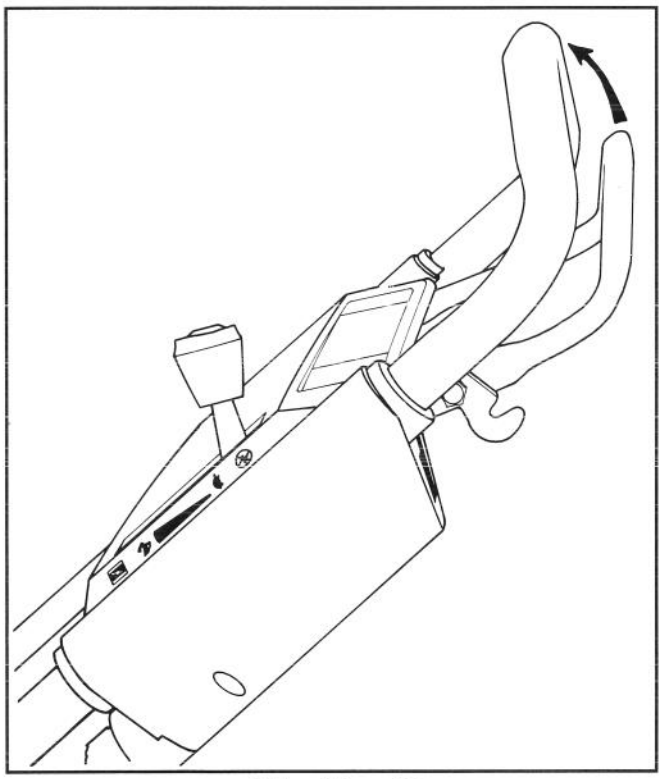

Afbeelding 10
5. AANDRIJVING (Zelfrijdend model) (Afb. 10)—Druk de bedieningsstang tegen de hendel voor de aandrijving. Laat de bedieningsstang los om de aandrijving te stoppen.